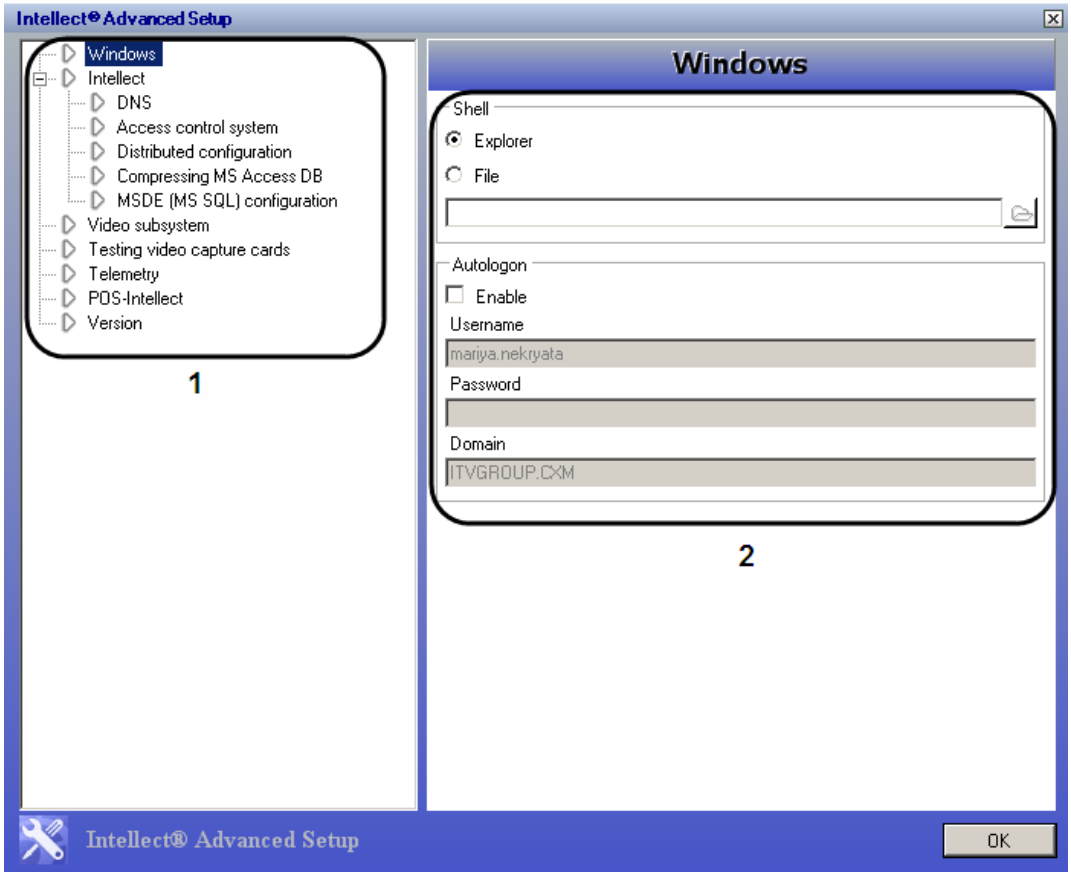

Figure 12.3-2 User interface of the tweaki.exe utility
a. Tree of sections (Figure 12.3-2, 1).
b. Settings panel for each section (Figure 12.3-2, 2).